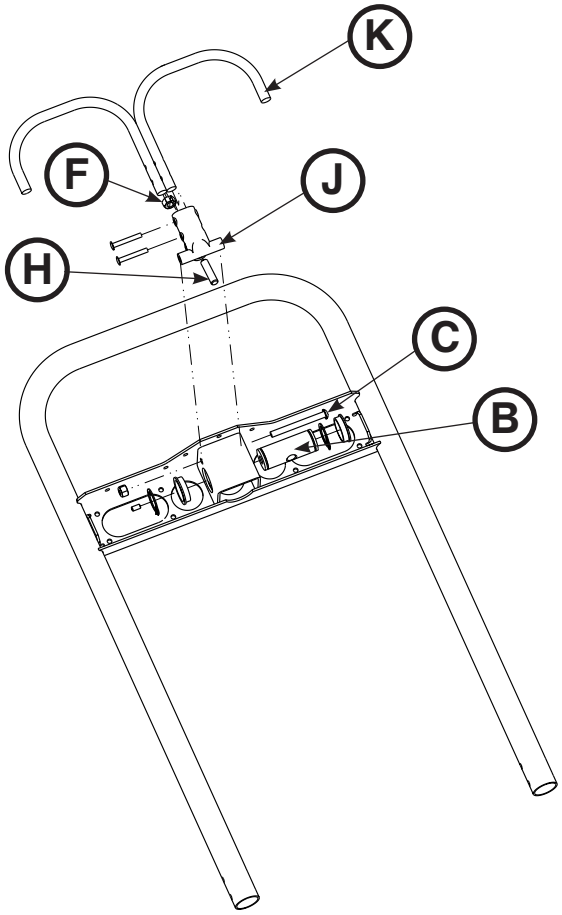

Figur 69
2. Lossa sexkantsmuttern (F) på ryggstödets pivåtapp (J) medan du håller fast stoppskruven (H) som sitter i pivåtappen med hjälp av en 1/2" kombinationsnyckel (Figur 69).
3. Vrid stoppskruven (H) tills det inte finns något mellanrum mellan ryggstödets frigöringshandtag (K) och den pneumatiska cylinderns frigöringsknapp med hjälp av en 5/32" insexnyckel (Figur 69).
5. Skruva åt sexkantsmuttern (F) medan du håller fast stoppskruven som sitter i pivåtappen med hjälp av en 1/2" kombinationsnyckel (Figur 69).